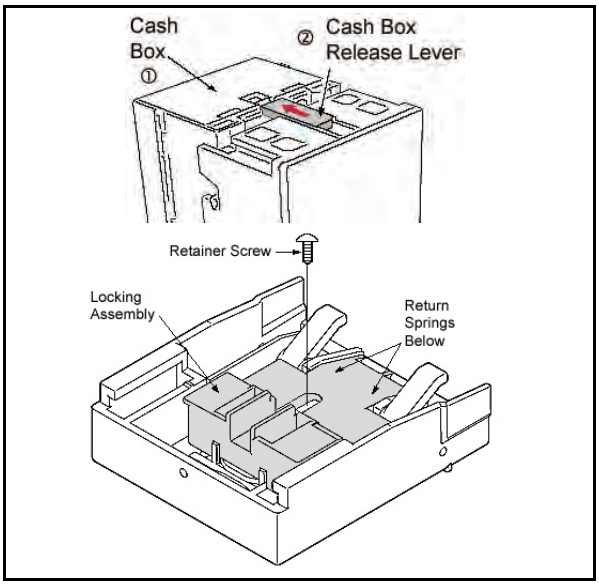

Figure 2-11 SD Module Base Preparation
1. Prepare the SD Module Base by removing the Cash Box Release Lever on top of the DBV-30X (See Figure 2-11 ① and ②).